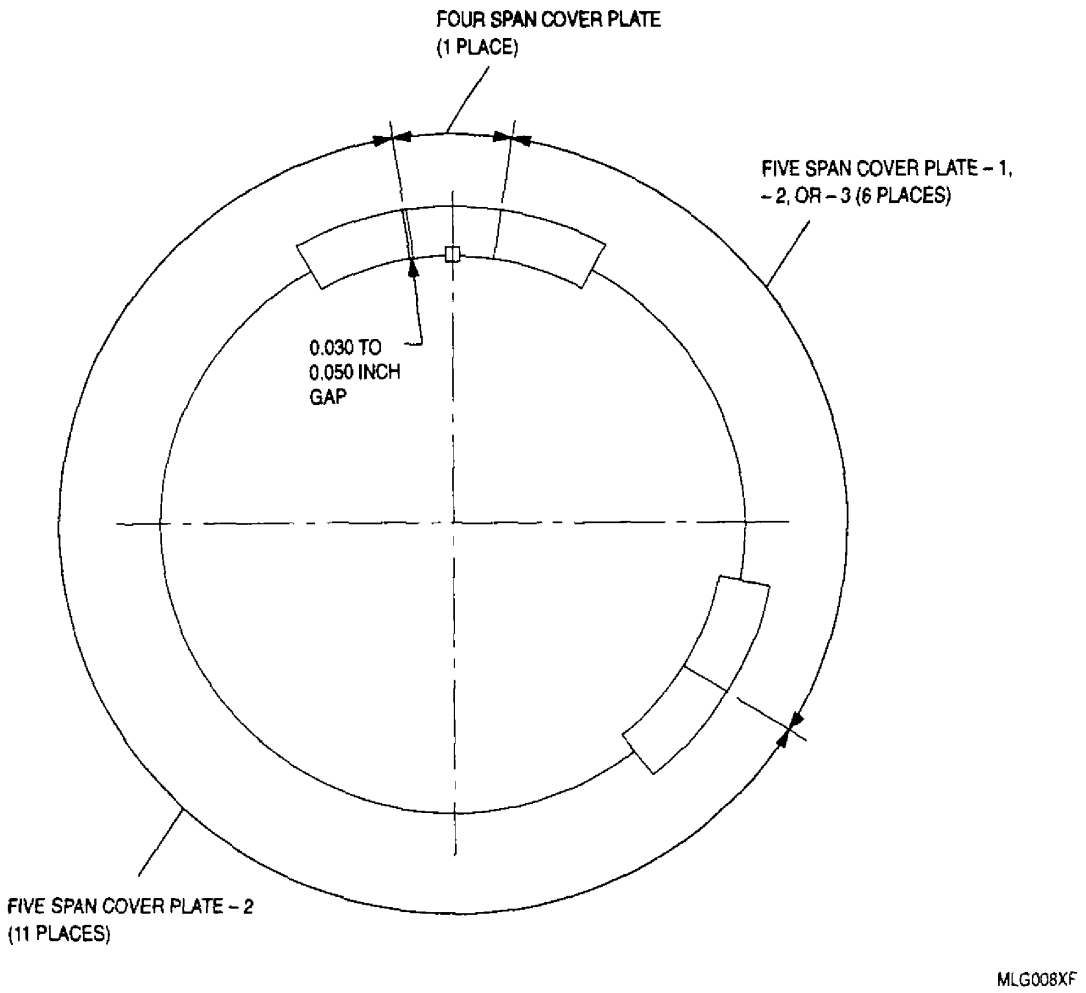

Figure 5. Second Stage Cover Plate Location
(1) Install second−stage cover plates (five span) (9) on second−stage wheel (7) according to sequence in figure 5.
(3) Obtain 0.030−0.050 in. gap as shown in figure 5.
(4) Secure cover plates to wheel using MIL−T−23397 tape.